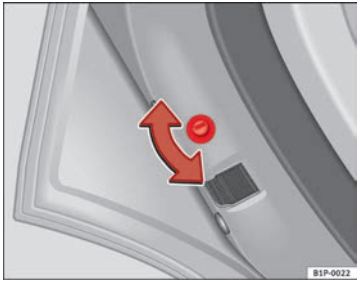
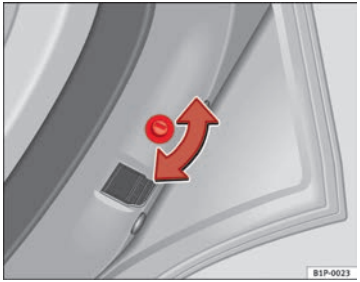

Abb. 59 Kindersicherung in der linken Tür
Abb. 60 Kindersicherung in der rechten Tür
– Drehen Sie bei geöffneter Tür den Schlitz mit dem Fahrzeugschlüssel bei der linken Tür im Uhrzeigersinn und bei der rechten Tür gegen den Uhrzeigersinn ⇒ Abb. 59, ⇒ Abb. 60.
– Drehen Sie bei geöffneter Tür den Schlitz mit dem Fahrzeugschlüssel bei der rechten Tür im Uhrzeigersinn und bei der linken Tür gegen den Uhrzeigersinn ⇒ Abb. 59, ⇒ Abb. 60.